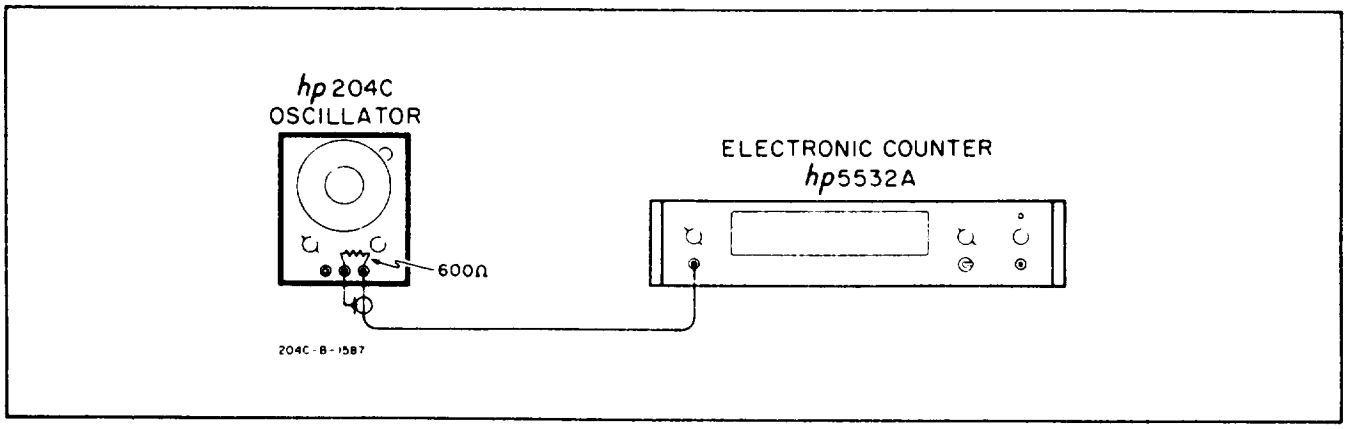

Figure 5-1. Dial Accuracy Check
a. Connect the Model 204C and the Frequency Counter as shown in Figure 5-1. Set the counter to measure frequency and check the Model 204C at the frequencies listed in Table 5-2 for the tolerances indicated.